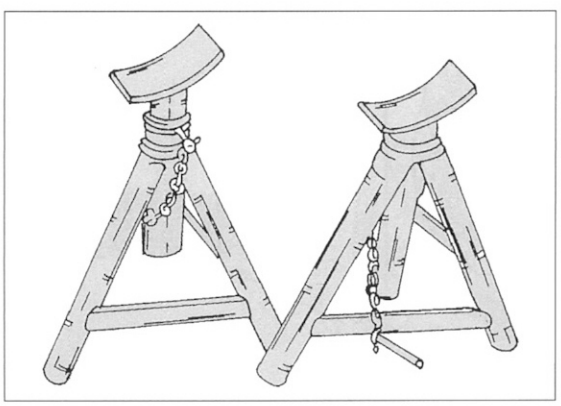

Bild 5
- Ganz besonders ist darauf zu achten, dass zu Arbeiten an den Bremsen, an der Radaufhängung oder allgemein an der Unterseite des Fahrzeuges für eine sichere Abstützung des hochgebockten Wagens gesorgt ist. Kapitel 1.5 sollte durchgelesen werden, ehe man das Fahrzeug aufbockt. Der Bordwagenheber ist nur für den Radwechsel unterwegs vorgesehen. Falls er dennoch bei Reparaturen zur Hilfe genommen wird, ist lediglich der Wagen damit anzuheben und dann auf geeignete Montageböcke abzulassen. Derartige, dreibeinige Unterstellböcke, wie man sie in Bild 5 sehen kann, sollen zur Sicherheit auch unter dem Fahrzeug platziert werden, wenn ein Garagenwagenheber zur Verfügung steht. Ziegelsteine sollten zum Unterbauen nicht verwendet werden, allenfalls Hohlblocksteine wegen ihren größeren Auflageflächen, doch sind dann zwischen Fahrzeug und Stei-